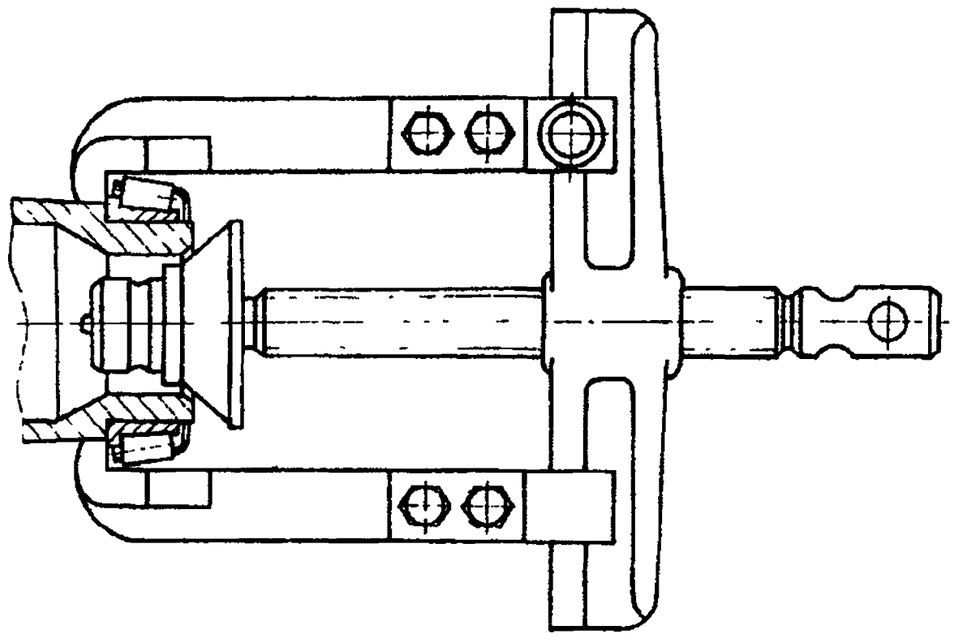

Рис. 208. Снятие подшипников чашек дифференциала съемником
51. Спрессуйте съемником (рис. 208) с чашек *6* (см. рис. 204) дифференциала внутренние кольца *5* подшипников	Съемник